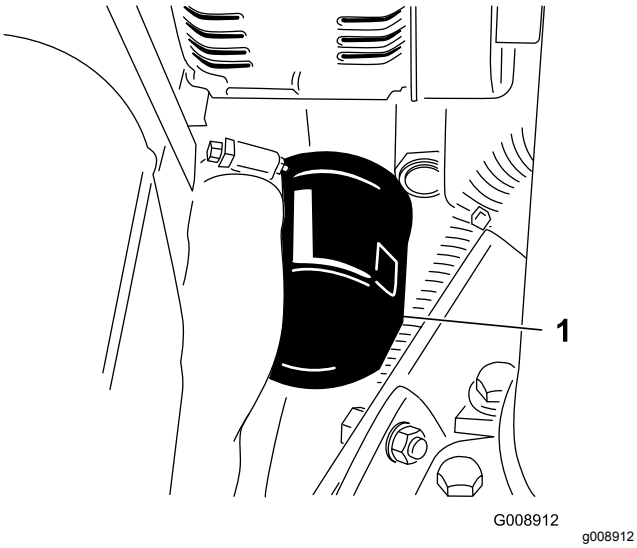

Figur 64
2. Avlägsna oljefiltret (Figur 64).